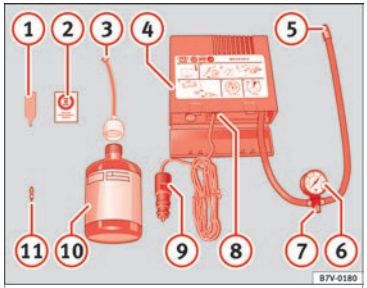

Fig. 48 Standard representation: contents of the anti-puncture kit.
- Unscrew the tyre valve cap and insert. Use the ››› Fig. 48 (1) tool to remove the insert. Place it on a clean surface.
- Shake the tyre sealant bottle vigorously ››› Fig. 48 (10).
- Screw the inflator tube ››› Fig. 48 ③ into the sealant bottle. The bottle's seal will break automatically.
- Remove the lid from the filling tube ››› Fig. 48 ③ and screw the open end of the tube into the tyre valve.
- Place the insert back into the tyre valve using the tool ››› Fig. 48 ①.
- Screw the compressor tyre inflator tube ››› Fig. 48 ⑤ into the tyre valve.
- Check that the air bleed screw is closed ››› Fig. 48 ⑦.
- Insert the connector ››› Fig. 48 ⑨ into the vehicle's 12-volt socket ››› page 117.
- Turn the air compressor on with the ON/OFF switch ››› Fig. 48 ⑧.